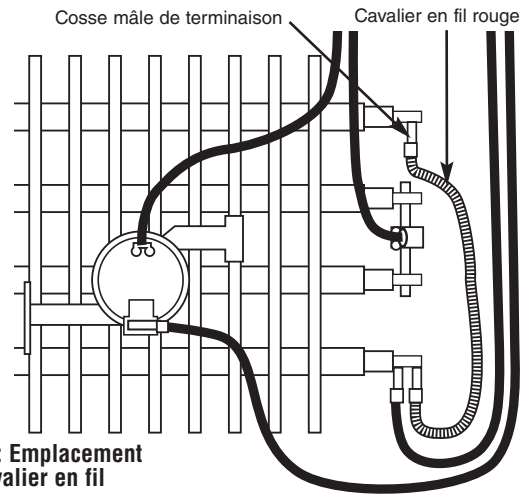

Fig. 3: Emplacement du cavalier en fil
1. Enlevez le cavalier en fil rouge comme c'est montré en Figure 3 et jetez-le.